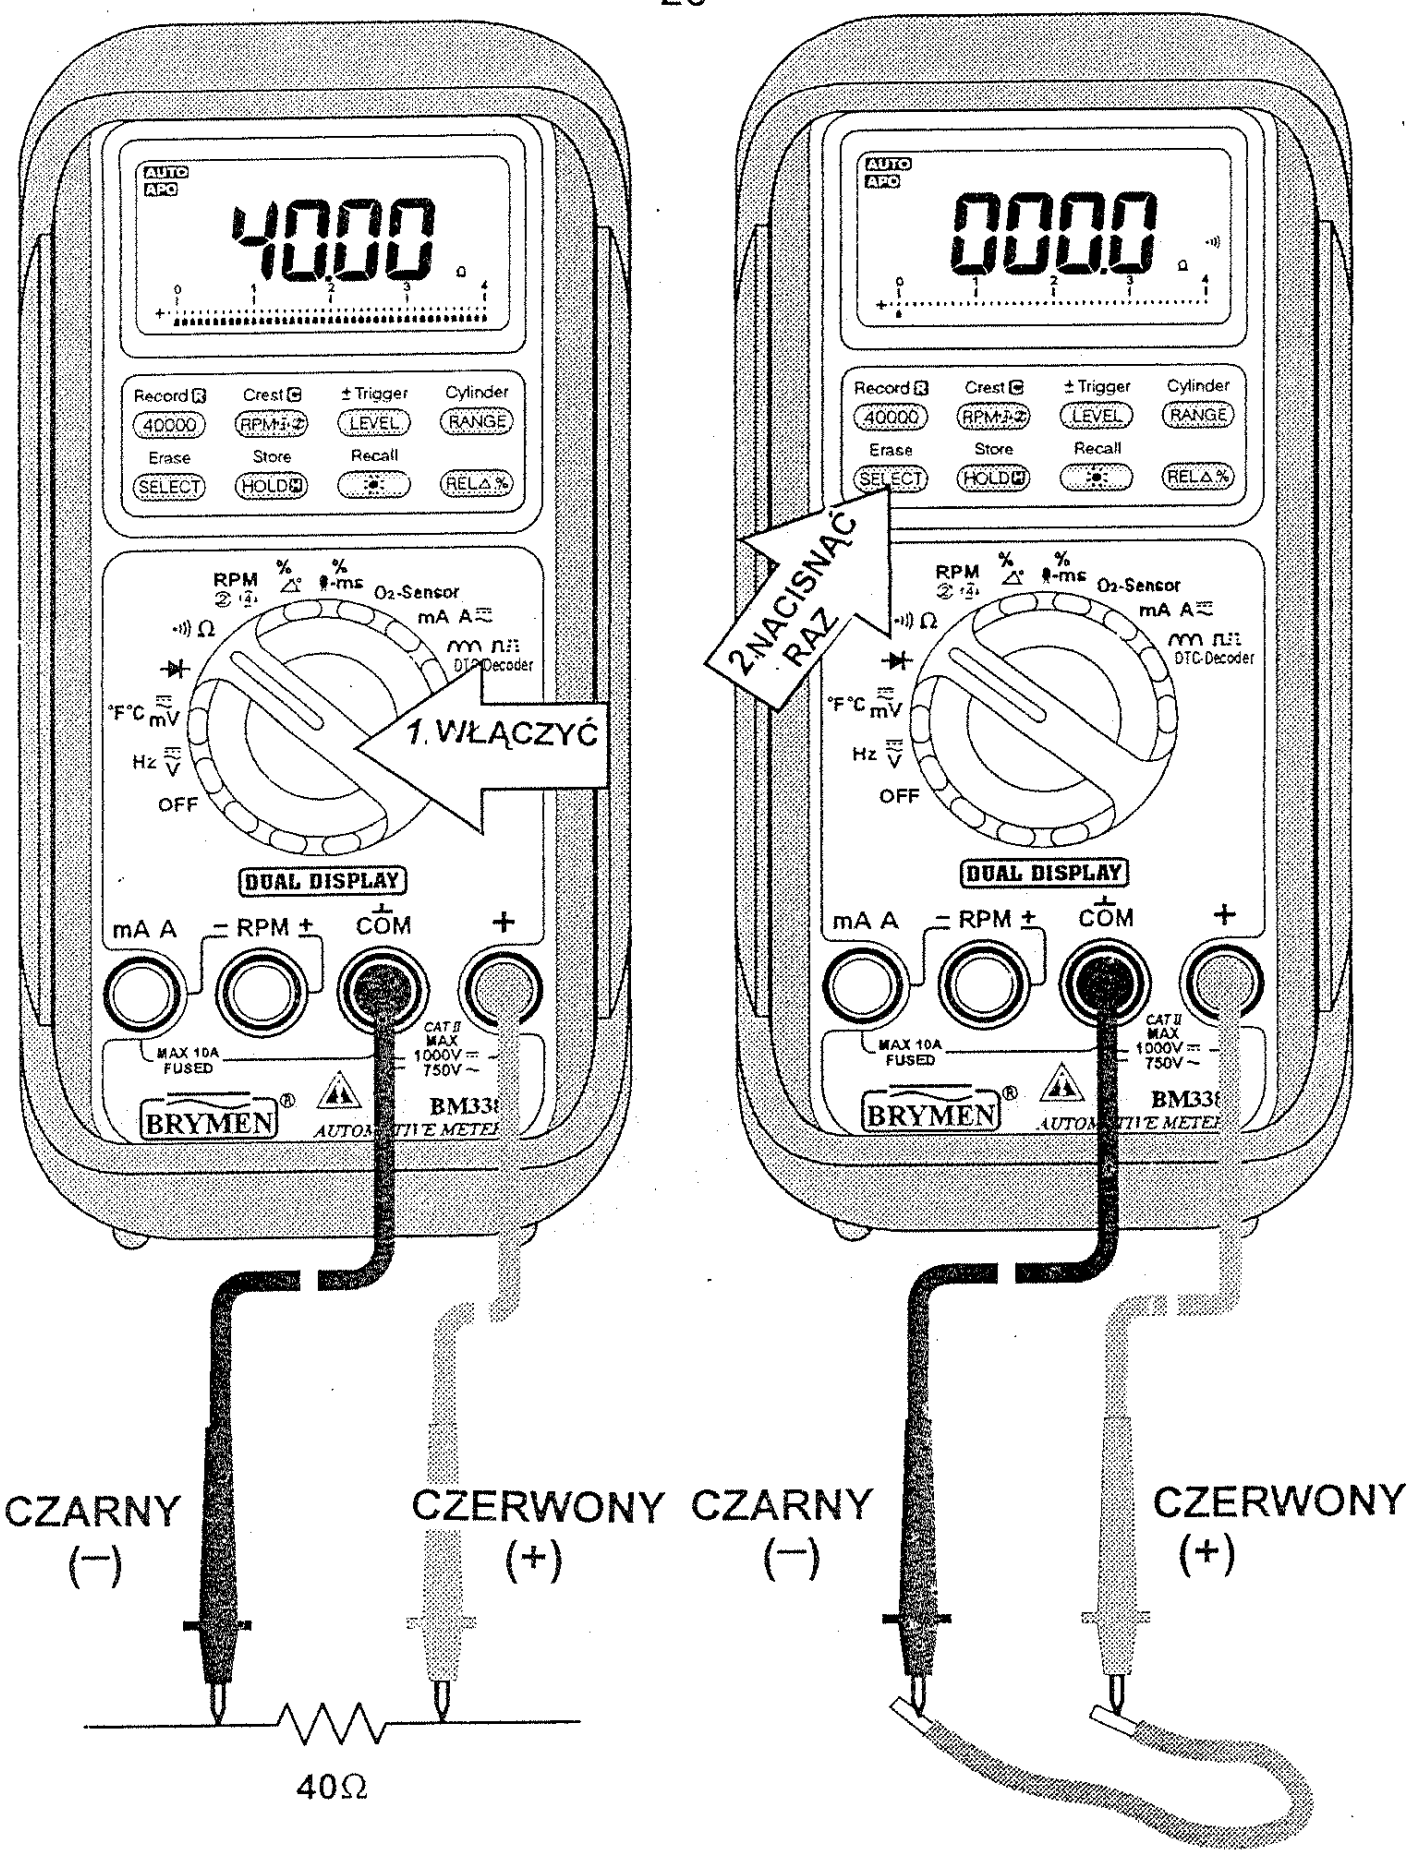

Rys. 7 Pomiar rezystancji Ω i ciągłości obwodu •)))
3) Dołączyć końce sond pomiarowych do punktów pomiarowych w sposób przedstawiony na rys. 7. i obserwować wskazanie wyświetlacza.